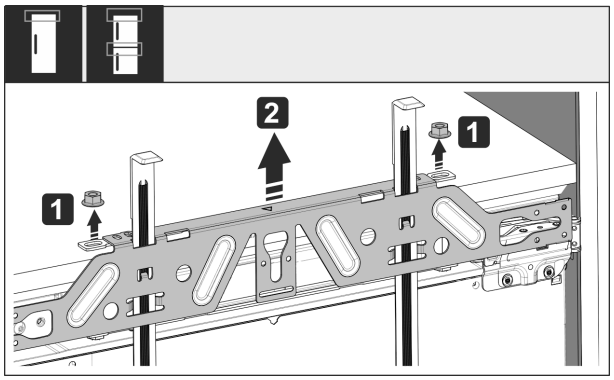

Fig. 54
▶ Loosen locknuts *Fig. 54 (1)*.
▶ Remove crosspiece *Fig. 54 (2)*.